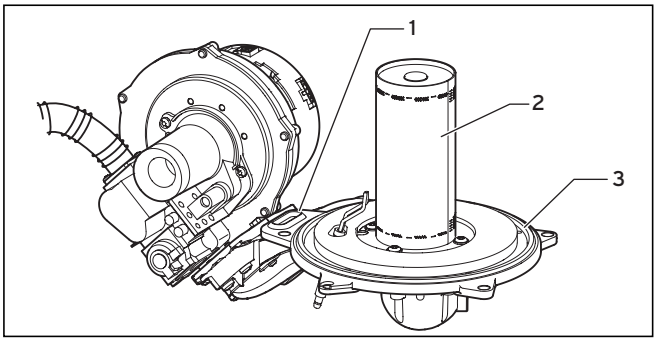

Afb. 8.4 Brander controleren
- Vervang de afdichtingen (**1**) en (**3**) in de branderdeur (zie afb. 8.4).